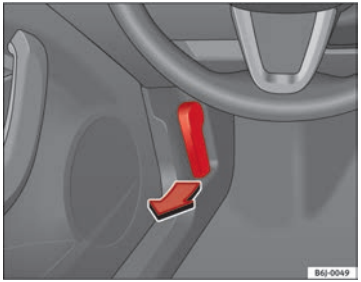

Fig. 130 Bonnet opening lever
– To release the bonnet, pull the lever under the dash panel ⇒ fig. 130 in the direction indicated (arrow). The bonnet will be released by a spring action ⇒ ⚠.